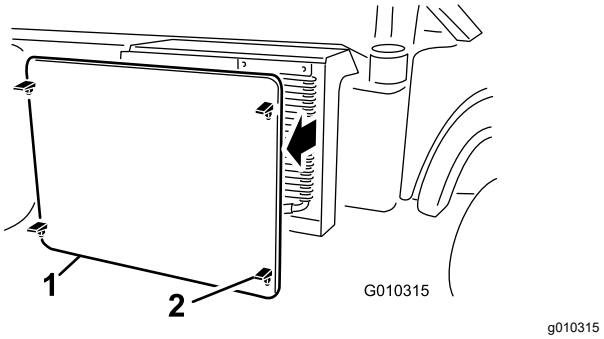

Figur 53
5. Lossa och ta bort kylargallret från kylarens framsida (Figur 53).